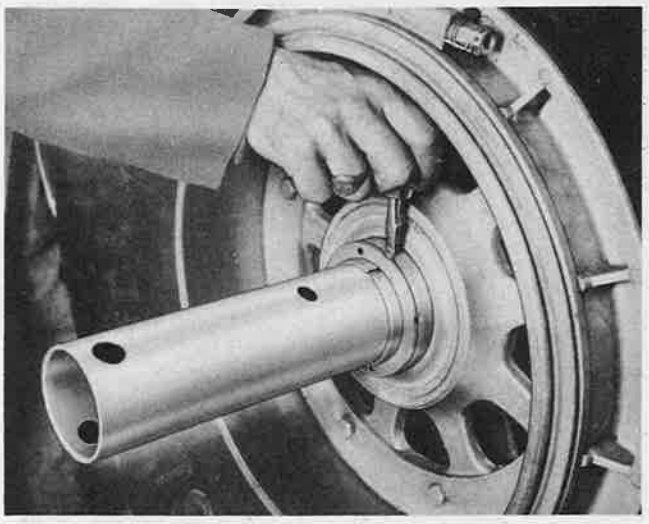

Figure 155—Removing Main Landing-Gear Axle Nut Lock Screw
(2) Remove lock wire and remove lock screw from the main landing-gear axle nut (figure 155) and remove the axle nut (figure 156) by using service tool (K20101), which may be fabricated according to figure 86.